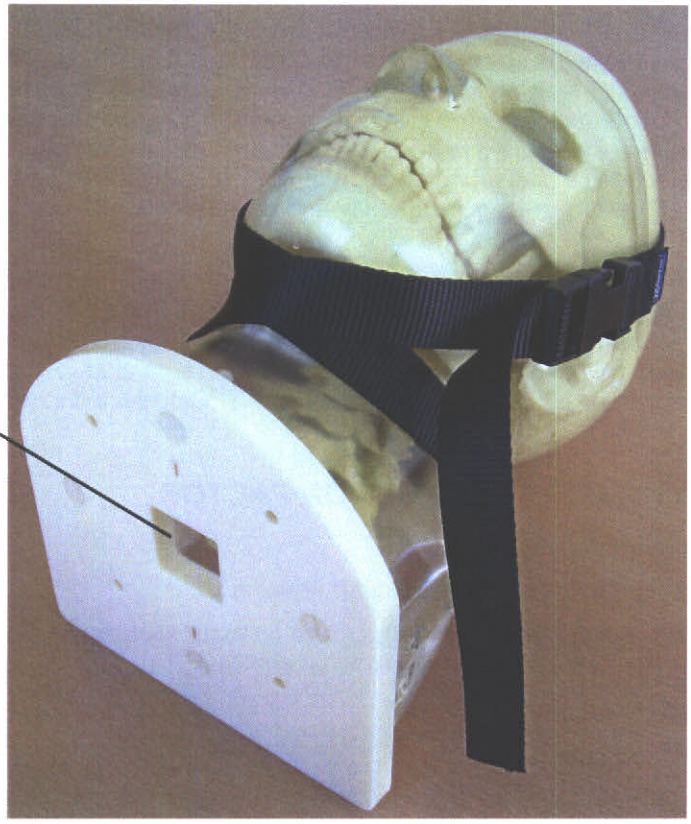

Figure 3-23 Anthropomorphic Xsight Phantom
The CyberKnife system is delivered with the Xsight anthropormorphic head phantom and contains two Ball-Cube phantoms, one in the head and one mini-cube in the neck, the location is depicted in *Figure 3-23 Anthropomorphic Xsight Phantom, page 32.*
The Xsight system is delivered with the Xsight head phantom for spine tracking QA (*Figure 3-23 Anthropomorphic Xsight Phantom, page 32*).
1. **Phantoms** The anthropomorphic head phantom, shown in *Figure 3-23 Anthropomorphic Xsight Phantom, page 32* can be used for both 6-D and 3-D skull tracking modes. A neck attachment is available which allows placement of a miniature film cassette anterior of the C7 vertebra. The advantage of the anthropomorphic head is that it demonstrates the ability to track a humanlike skull.
- When performing Spine Tracking, *Figure 3-23 Anthropomorphic Xsight Phantom, page 32* shows where to insert the Mini Ball-Cube in the neck phantom.